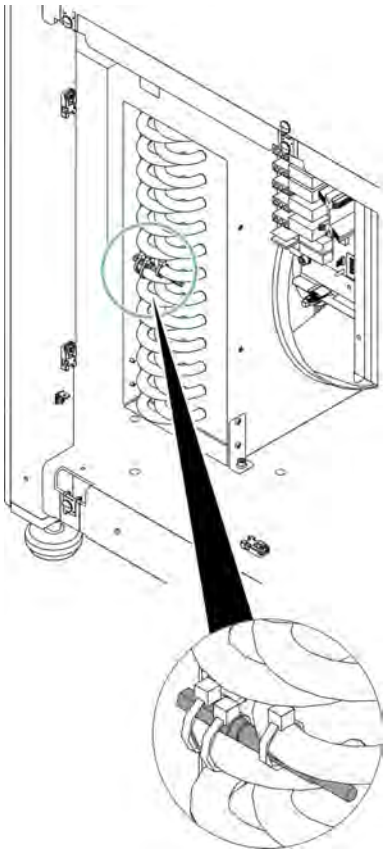

Fig. 61: Temperature sensor T3
4. Remove the cable fastenings from the cable of temperature sensor T3 (*Fig. 61*).